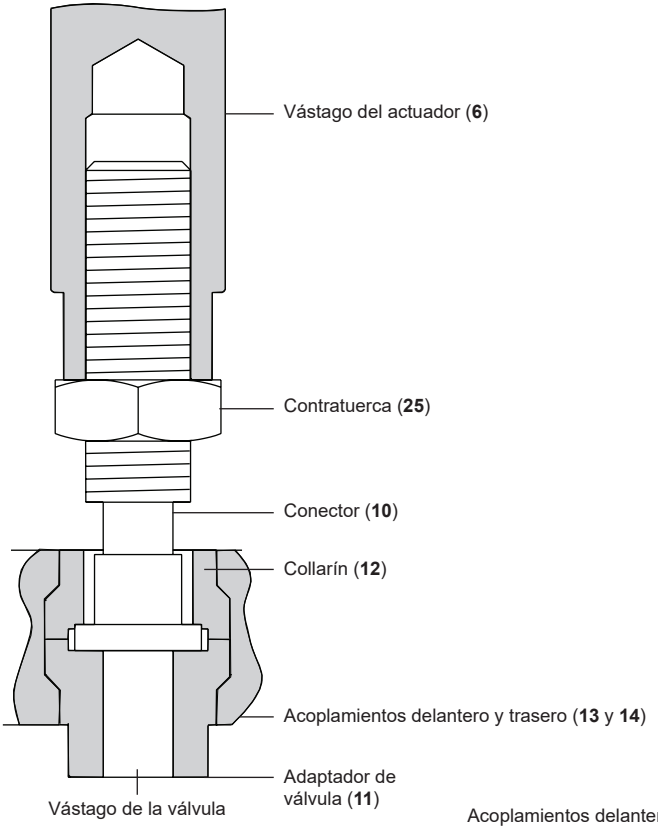

Fig. 7
- Con el obturador en su asiento, ajustar el adaptador de la válvula (**11**) hasta que presione firmemente contra el conector (**10**). Ver Fig. 7 para una correcta instalación.